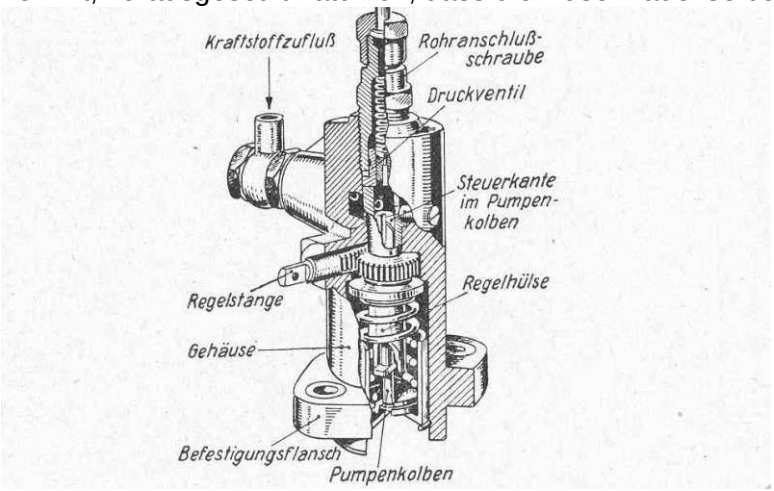

Bild 14 BOSCH – PF – Einspritzpumpe mit Fremdantrieb
Man unterscheidet bei BOSCH – Einspritzpumpen solche mit Eigenantrieb (PE) und Fremdantrieb (PF). Die Einspritzpumpe mit Eigenantrieb, also die PE Pumpe hat eine eigene Nockenwelle im Pumpengehäuse, während die PF – Pumpe (Bild 14) keine eigene Nockenwelle hat, sondern eine fremde, d.h. in dem betreffenden Motor eingebaute Nockenwelle. Man unterscheidet ferner A-, B- und Z Einspritzpumpen. Die A- Pumpen haben Pumpenkolbendurchmesser von 4 – 10mm, die B – Pumpen von 5 – 10mm und die Z Pumpen von 10 –13mm. Hauptsächlich kommen im Fahrzeug - Dieselmotorenbau A – und B Pumpen vor, deren Pumpenkolben also einen Durchmesser von 5 –10mm haben können. Aus nachfolgender Tabelle ersieht man die Hauptkennzeichen der verschiedenen Boschpumpen: